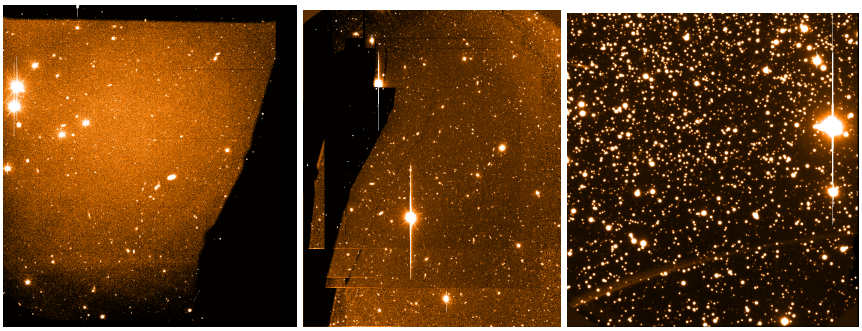

Figure 10.1: Examples of the effect that the VIMOS Imaging guide probe can have on various VIMOS images.
- **My VIMOS images (both RAW and processed) look odd, with large sections blacked-out. Is this normal?** Yes, and it is generally the result of vignetting due to the VIMOS guide probe entering the field-of-view of one of the detectors. This can be seen in both the raw and processed images (see FIgure 10.1). Since the processed VIMOS Imaging frames (`JITTERED_IMAGE_SCI` are the product of combined, dithered images, the cumulative vignetting can result in some bizarre structures. Note that light can also reflect from the guide probe and cause positive streaks in the VIMOS images.